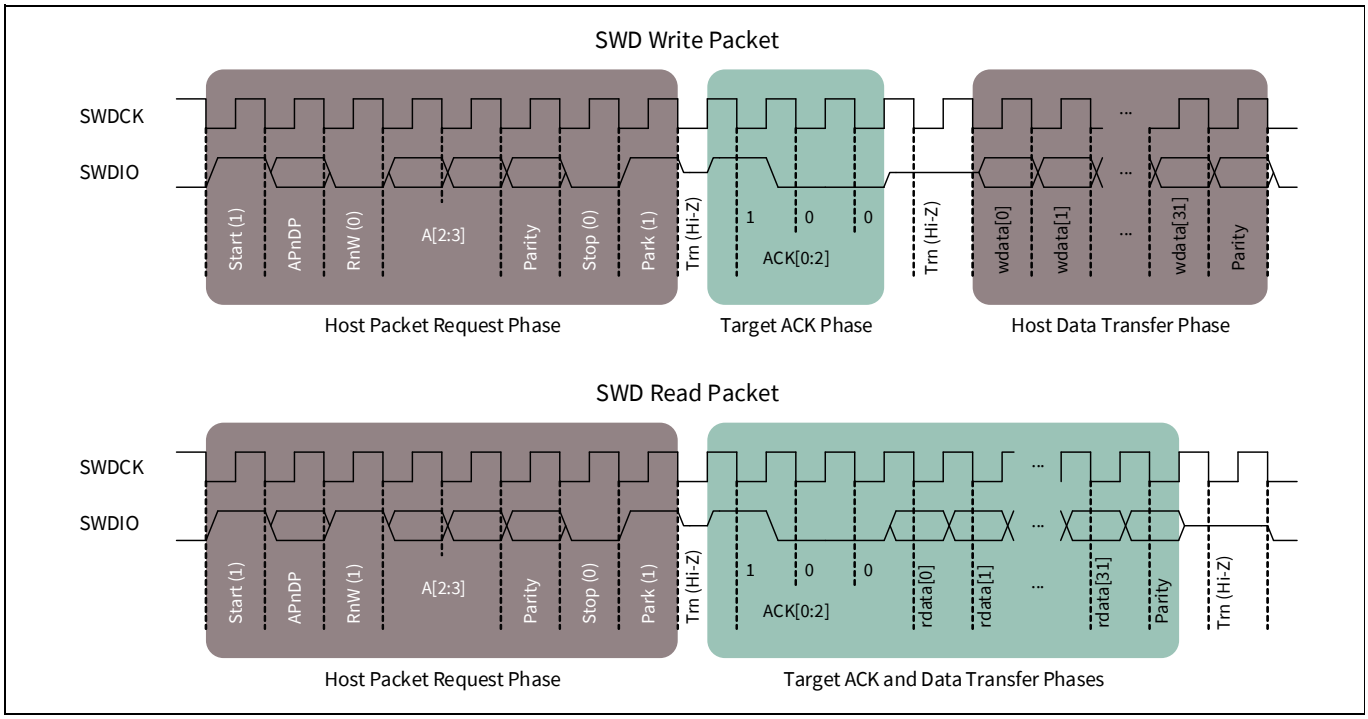

**Figure 27-2. SWD write and read packet timing diagrams**
**Figure 27-2** shows the timing diagrams of read and write SWD packets.
**Table 27-1** and **Figure 27-2** illustrate the timing of SWDIO bit writes and reads.
There is a turnaround period between the packet request and the ACK phases, as well as between the ACK and the data phases for host write transfers, as shown in **Figure 27-2**. According to the SWD protocol, the Trn period is used by both the host and target to change the drive modes on their respective SWDIO lines. During the first Trn period after the packet request, the target starts driving the ACK data on the SWDIO line on the rising edge of SWDCK. This ensures that the host can read the ACK data on the next falling edge. Thus, the first Trn period lasts only one-half cycle. The second Trn period of the SWD packet is one and a half cycles. Neither the host nor EZ-PD™ PMG1-S3 MCU should drive the SWDIO line during the Trn period.